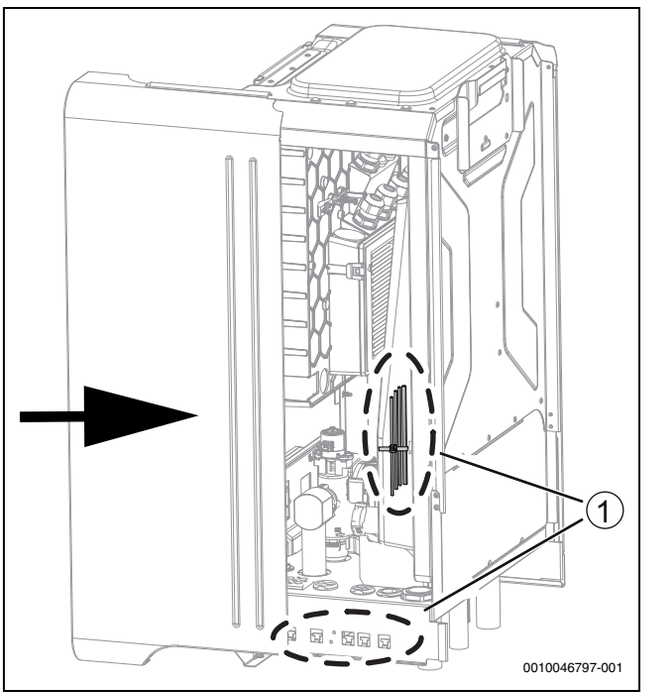

Bild 29 Schieben Sie die Seitenabdeckung an ihren Platz
- Achten Sie darauf, dass keine Kabel zwischen der Seitenabdeckung und dem Aufbau eingeklemmt werden (→Abbildung 29 [1]).